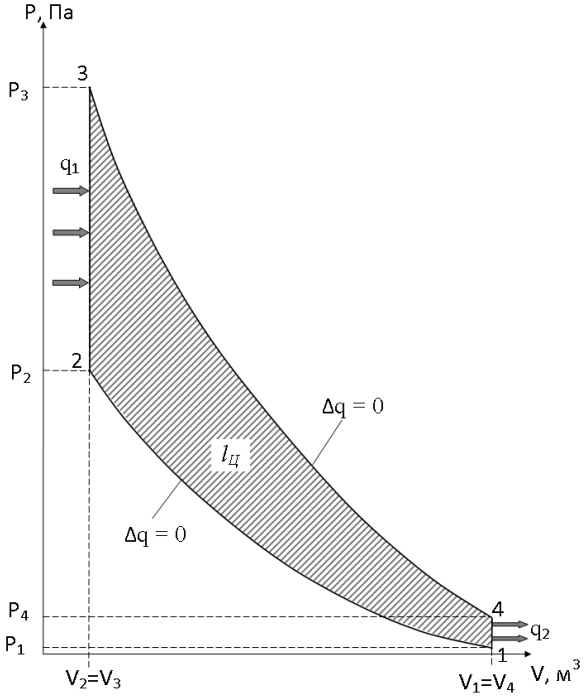

Рис.1. Цикл Отто в p-v- координатах:
Рассмотрим работу цикла Отто с помощью диаграммы, изображенной на рис. 1. По кривой *1–2* происходит адиабатное сжатие рабочего тела, при этом температура возрастает до *T* Изохора *2–3* соответствует процессу подвода теплоты q_1 от источника теплоты, при этом температура увеличивается до T_3. Затем следует процесс адиабатного расширения *3–4,* температура при этом понизится до T_4. В изохорном процессе *4–1* от рабочего тела в окружающую среду отводится теплота q_2, а температура еще уменьшится до T_1.
** Точки 1 и 2, а также кривая 1-2-адиабата сжатия, для всех трех циклов одинаковы (см. рис.1, 2, 3).*
11. Построить заданный цикл в *p-v* диаграмме *(см. рис.1, 2, 3).*